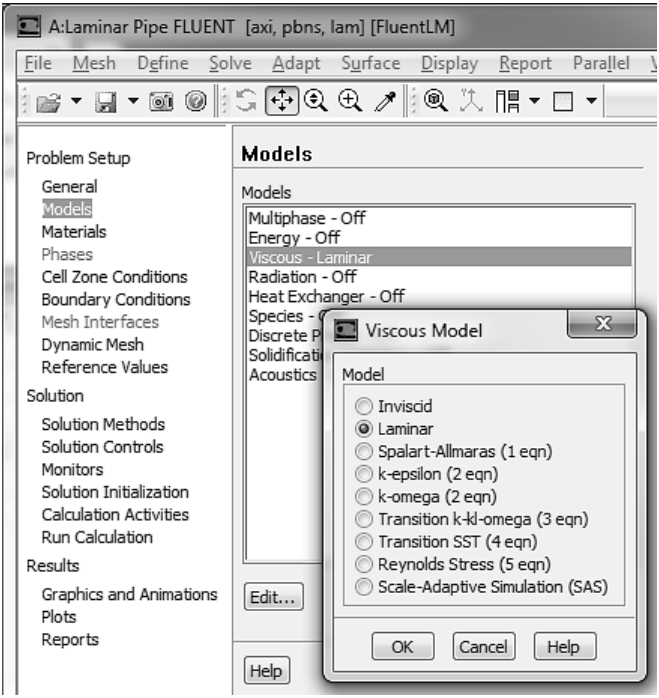

Рис. 39.
3) Устанавливаем модель вязкого ламинарного течения: Models→Viscous-Laminar→Edit. Откроется окно Viscous Model, в котором выбираем значение Laminar, рис. 39. Кликаем OK. (По умолчанию, во FLUENTe выбрана опция Laminar).